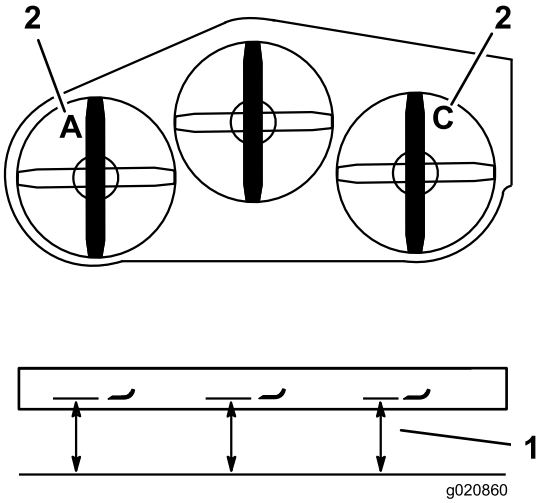

Figur 86
4. Mål den venstre kniv ved punktet **A** fra en plan overflade til knivspidsens skarpe kant, og noter dette tal ned (Figur 86).
5. Mål den højre kniv ved punktet **C** fra en plan overflade til knivspidsens skarpe kant, og noter dette tal ned (Figur 86).
3. Mål den højre skærekniv ved punktet **C** fra en plan overflade til knivspidsens skarpe kant, og noter dette tal ned (Figur 86).